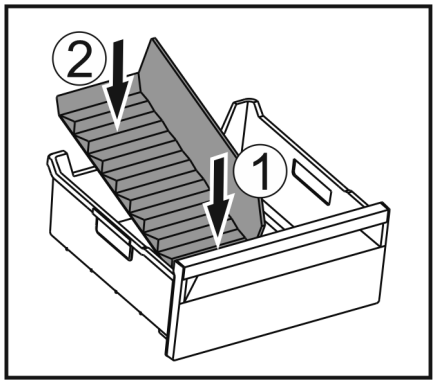

Fig. 152
▶ Ievietojiet ledus gabaliņu nodalījuma sadalītāja priekšējo daļu. *Fig. 152 (1)*
▶ Nolaidiet ledus gabaliņu nodalījuma sadalītāja aizmugurējo daļu līdz atvilktnes pamatnei. *Fig. 152 (2)*